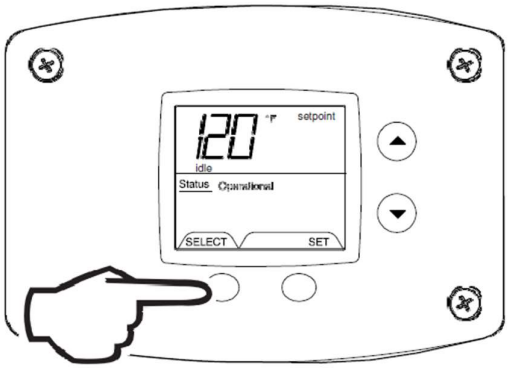

Fig. 41
3. Flame Current of Pilot Flame Sensor (Displays only in the Heating Cycle) (Fig. 41).
4. Setpoint (Display/Change) (Fig. 41).